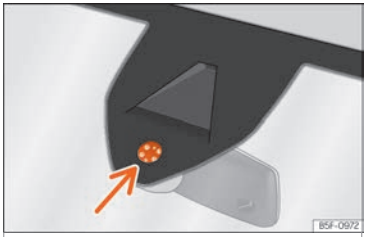

Fig. 99 Surface sensible du détecteur de pluie.
Les causes possibles d'anomalies et d'interprétations erronées *dans la zone de la surface sensible* ››› fig. 99 du détecteur de pluie peuvent être :
- **Nettoyez régulièrement la surface sensible du détecteur de pluie ››› fig. 99 (flèche) et vérifiez l'état des balais.**